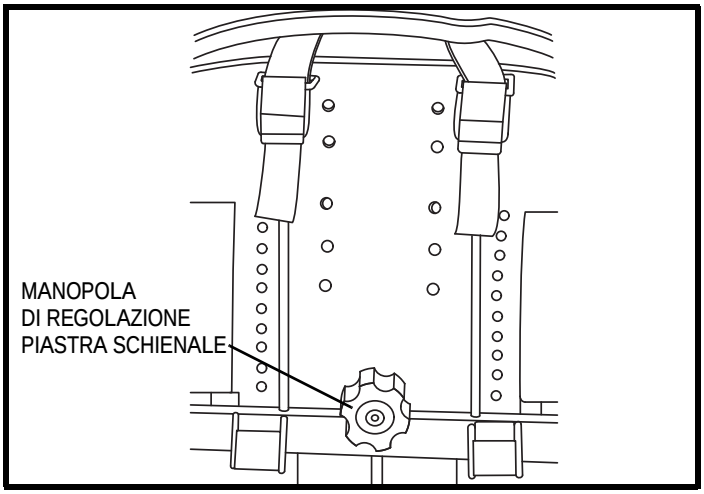

Figura 30. Regolazione dell'altezza dello schienale del Kids FAST
1. Allentare la manopola di regolazione della piastra dello schienale. **Vedere la figura 30.**